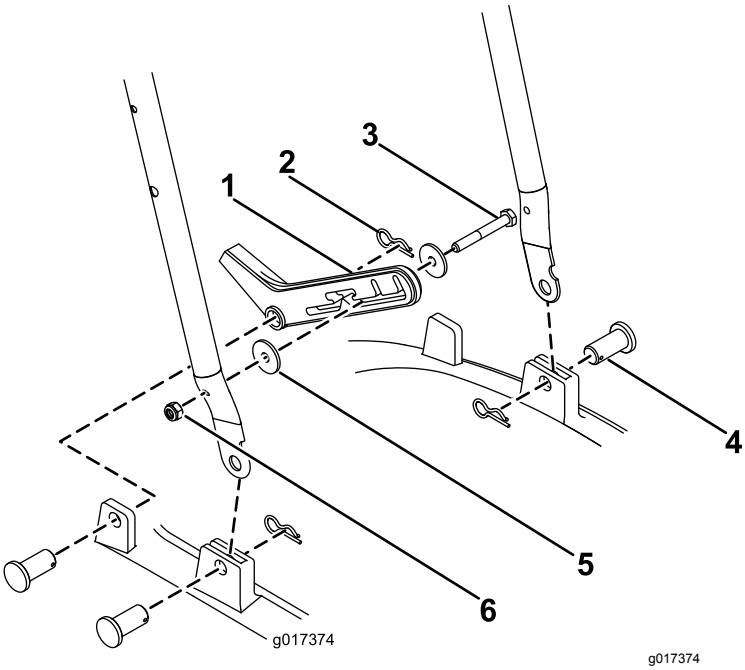

Figur 3
1. Skyd det nederste håndtag ind i stellet (Figur 3).
2. Fastgør begge sider med en holdestift og en låseclips (Figur 3).
3. Fastgør fodstopperen på højre side af det nederste håndtag med en M6-møtrik, en M6-bolt og 2 spændeskiver (Figur 3).
4. Fastgør fodstopperen til stellet med en holdestift og en låseclips (Figur 3).